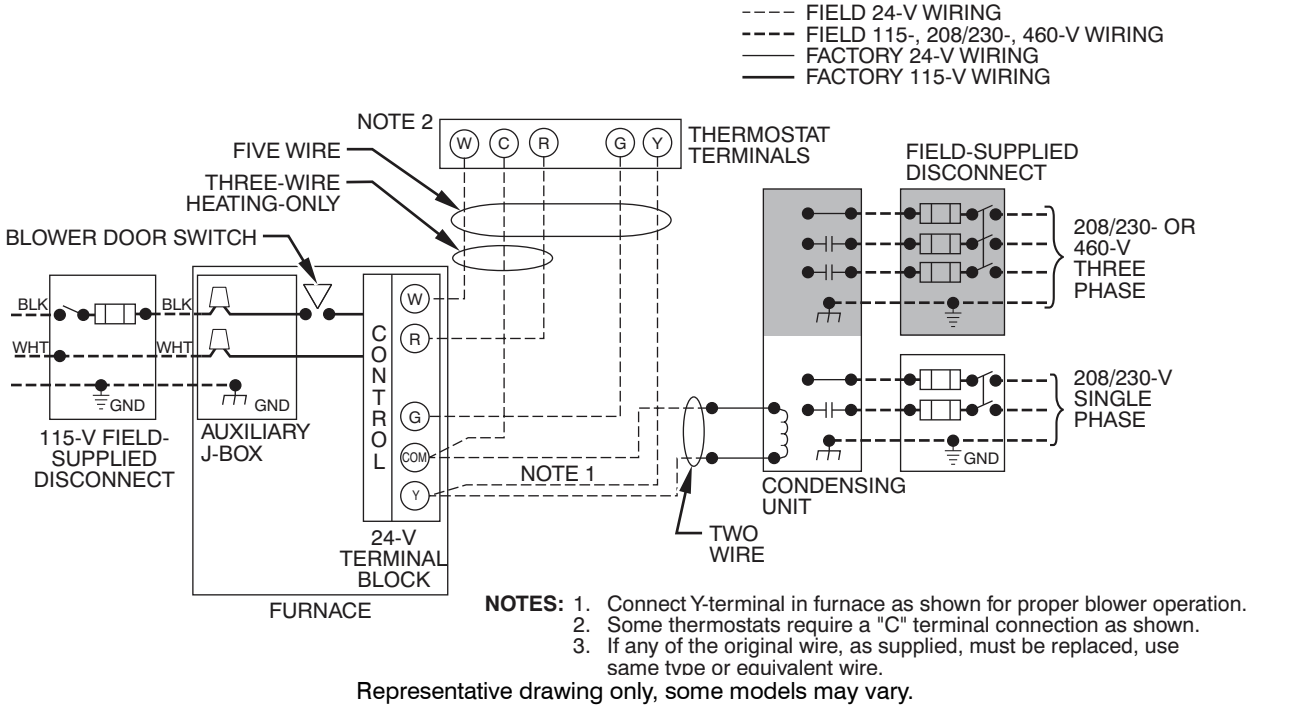
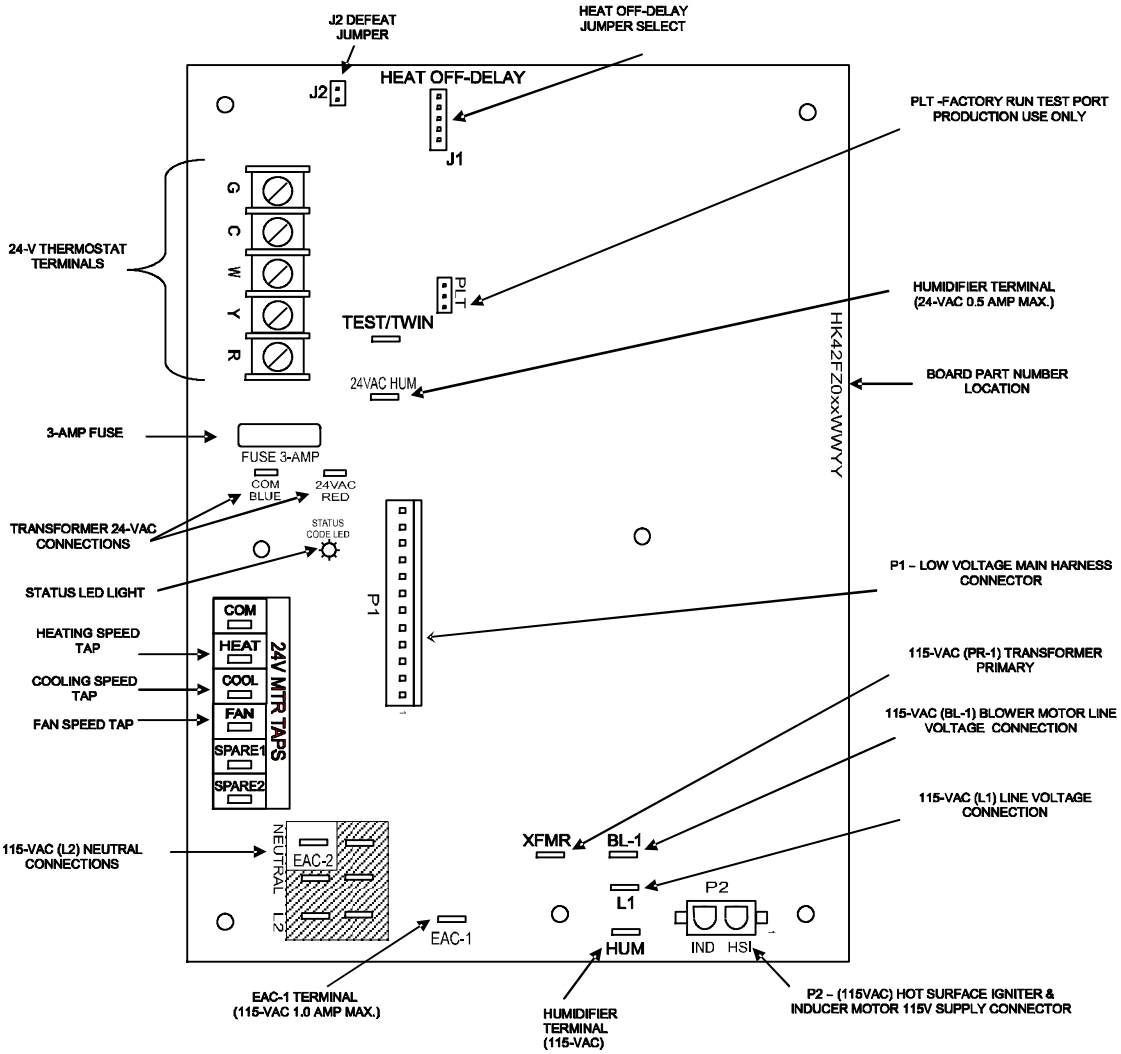

Fig. 35 - Typical Single-Stage Wiring Diagram
Fig. 36 - Example of Single Stage Furnace Control
See Fig. 35 for field wiring diagram showing typical field 115-V wiring. Check all factory and field electrical connections for tightness.
6. Connect power cord power and neutral leads to furnace power leads as shown in Fig. 35.
5. Connect field power and neutral leads to furnace power leads. as shown in Fig. 35.
Make field 24-v connections at the 24-v terminal strip. See Fig. 36. Connect terminal Y as shown in Fig. 35 for proper cooling operation. Use only AWG No. 18, color-coded, copper thermostat wire.
The 24-v circuit contains an automotive-type, 3-amp. fuse located on the control. Any direct shorts during installation, service, or maintenance could cause this fuse to blow. If fuse replacement is required, use ONLY a 3-amp. fuse of identical size. See Fig. 36.
Accessories (See Fig. 36.)